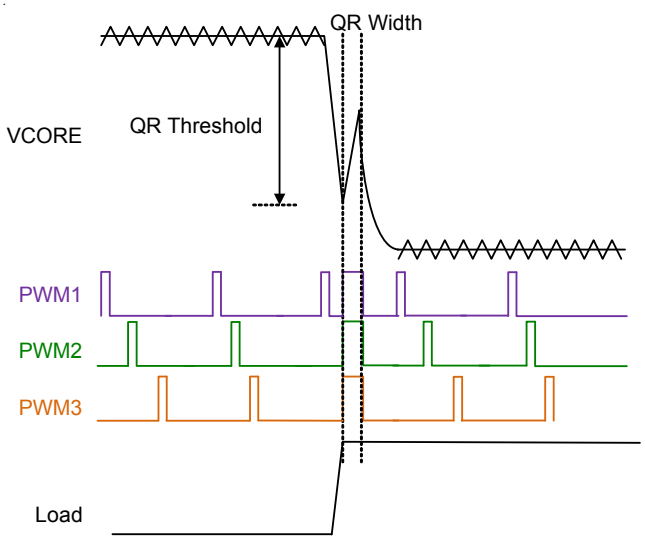
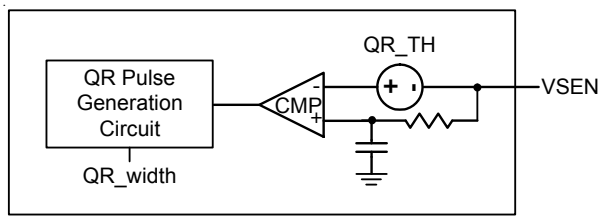

Figure 22. Quick Response Mechanism
Figure 23. Simplified QR Trigger Schematic
When the transient load step-up becomes quite large, it is difficult for loop response to meet the energy transfer. Hence, that output voltage generate undershoot to fail specification. The RT3606BC has Quick Response (QR) mechanism being able to improve this issue. It adopts a nonlinear control mechanism which can disable interleaving function and simultaneously turn on all UGATE one pulse at instantaneous step-up transient load to restrain the output voltage drooping, Figure 22 shows the QR behavior.
The output voltage signal behavior needs to be detected so that QR mechanism can be trigged. The output voltage signal is via a remote sense line to connect at VSEN pin that is shown in Figure 23. The QR mechanism needs to set QR width and QR threshold. Both definitions are shown in Figure 22. A proper QR mechanism set can meet different applications. SET2 can set QR threshold and QR width by internal current source 80μA with multi-function pin setting mechanism.